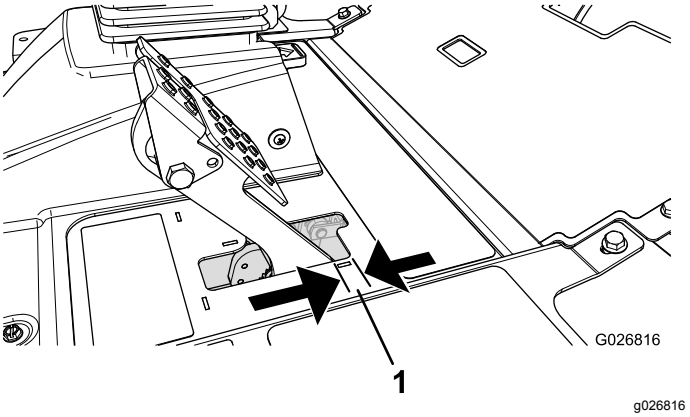

Figur 96
Juster bremserne, hvis bremsepedalen har mere end 2,5 cm fri vandring, eller hvis mere fastholdelseskraft er påkrævet (Figur 96). Fri vandring angiver den afstand, som bremsepedalen kan flyttes, før du mærker bremsemodstand.
2. Tilspænd den bageste møtrik for at flytte kablet bagud, indtil bremsepedalerne har 0,63 til 1,27 cm fri vandring, før hjulene låses (Figur 96).